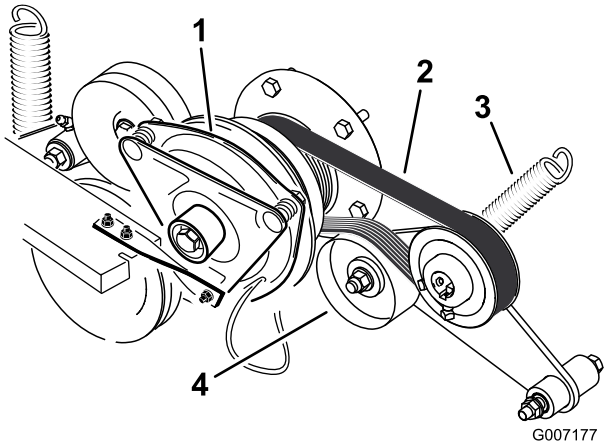

Figuur 65
3. Haal de veer van de arm van de spanpoelie (Figuur 65).
4. Plaats een nieuwe riem rond de motorpoelie en de poelie van de pomp van het hydraulische systeem (Figuur 65).
6. Monteer de veer op de arm van de spanpoelie (Figuur 65).